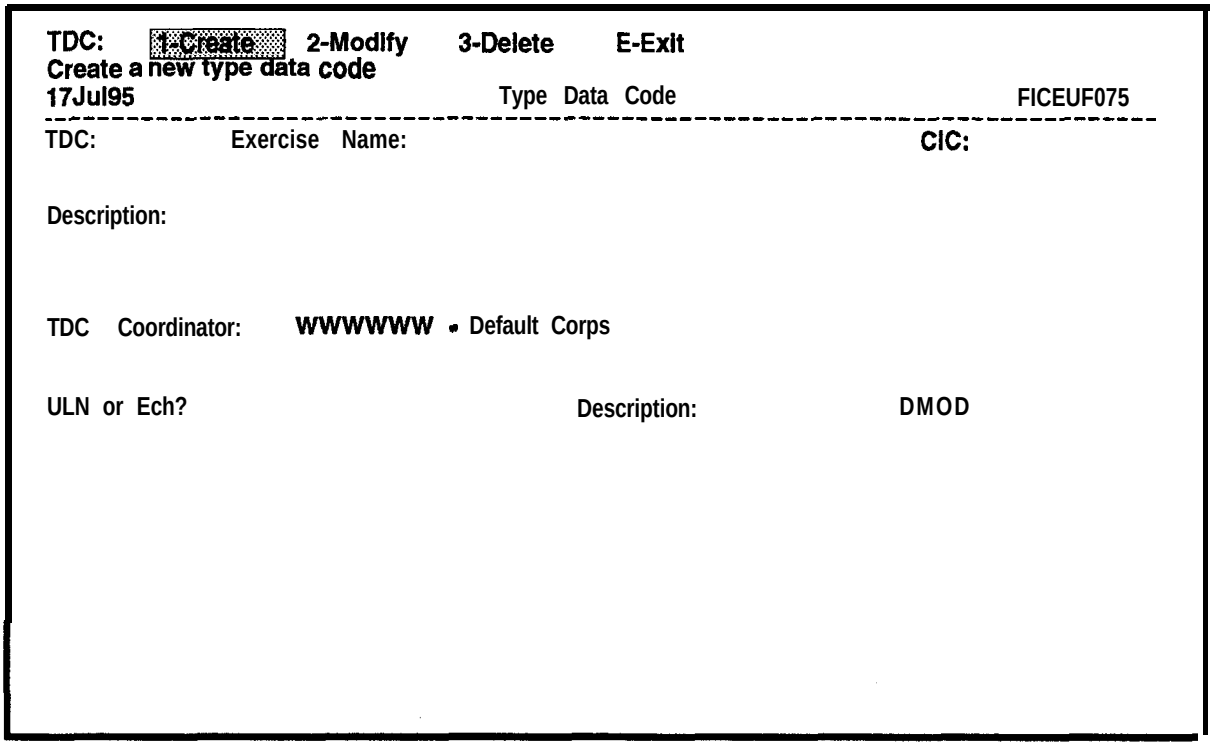

Figure 6-2. Type Data Code Screen
c. Select **Type Data** Code. The Type Data Code screen will be displayed as shown in Figure 6-2, with the TDC: ring menu at the top of the screen.
c. Select **Type Data Code.** The Type Data Code screen will be displayed as shown in Figure 6-2 (page 6-6), with the TDC: ring menu at the top of the screen.